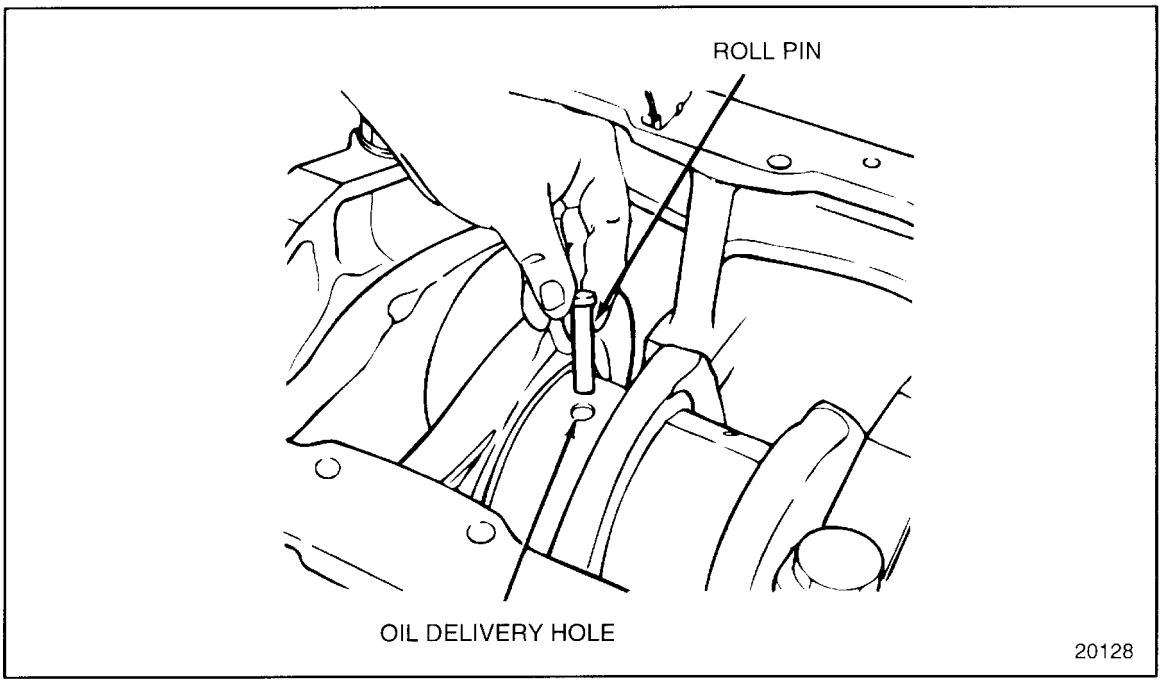

Figure 1-153 Roll Pin Hole Installation
5. To bar the engine over, use the square hole in the middle of the crankshaft pulley, to position the crankshaft throw. Position the crankcase throw for the main bearing being worked on so that the oil delivery hole is pointing upward. See Figure 1-153.
6. Install the roll pin to the oil delivery hole in the crankshaft journal. See Figure 1-153. If this operation is being performed in-frame, use petroleum jelly to retain the roll pin in the hole.